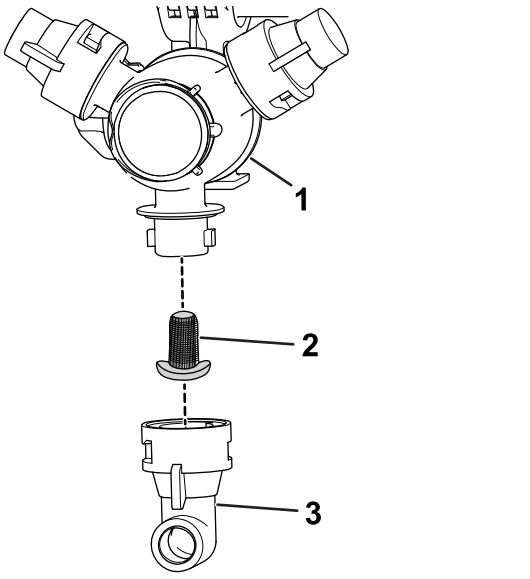

Bild 110
2. Nehmen Sie die Düse vom Sprühdrehkreuz ab (Bild 110.
3. Entfernen Sie den alten Düsenfilter (Bild 110).
4. Setzen Sie den neuen Düsenfilter ein (Bild 110).
5. Setzen Sie die Düse auf das Sprühdrehkreuz auf (Bild 110).